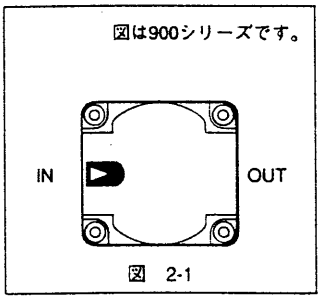

図 2-1
(2) 本体上面の ▶ マークのラベルのある側がINポート（1次側）となるようにしてください。（図 2-1参照）